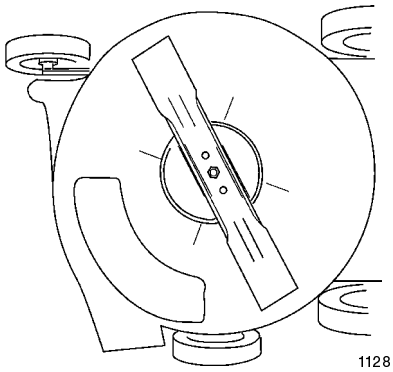

Figure 22
3. Tip the lawn mower onto its side (Fig. 22).